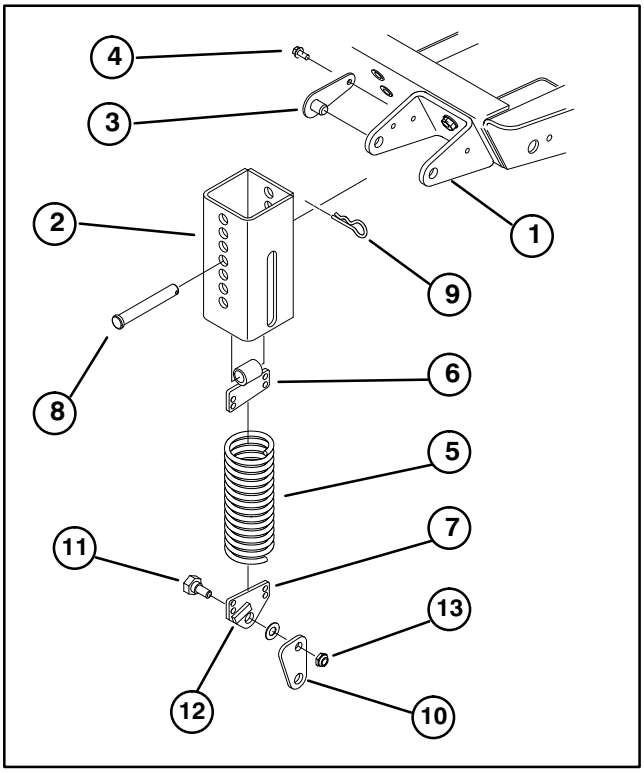

Figure 10
4. Thread the top extension spring coil into the top spring end holes and the bottom extension spring coil into the bottom spring end holes (Fig. 10).
5. Mount knee link to lower spring end with wide part of knee link pointing forward and spring end stop pointing forward. Secure knee link to outer side of spring end with a shoulder bolt, washer and locknut (Fig. 10, 11).
7. Align slotted holes in the spring cover (slot toward the bottom) with the mounting bracket holes. Insert lock pin assemblies into the bracket holes and secure each to the bracket with self−tapping screws (Fig. 10). Torque the screws to 20 ft−lb.
8. From the bottom, insert the spring and top spring end into the spring cover. Select a hole that matches the cutter deck height−of−cut setting; i.e., top cover hole matches the highest height setting, bottom cover hole the lowest, etc. Align the top spring end hole with the selected spring cover holes and insert the clevis pin to secure the spring inside the cover (Fig. 10). Secure clevis pin with a hair pin cotter.